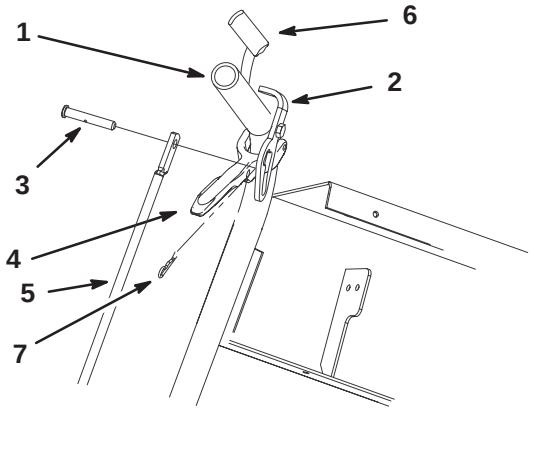

Figure 7
1. Install the control rod to the drive lever and neutral lock with a clevis pin and washer (Fig. 7). Washer to be positioned between drive lever and neutral lock.
2. Install a hairpin cotter between drive lever and washer and into clevis pin (Fig. 7).